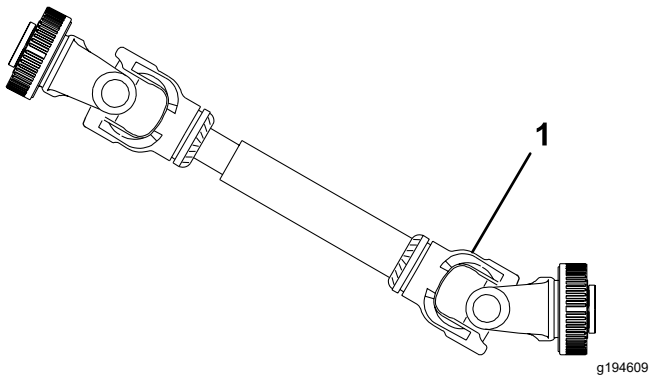

**Figuur 25**
***Belangrijk:*** **Zorg er bij het aansluiten van de aftakas voor dat de machine niet hoger wordt getild dan nodig is. Als u de machine te hoog tilt, kunnen de scharnierpunten van de aandrijfas van de aftakas breken (Figuur 25). De aftakas kan worden bediend in een hoek van maximaal 25°, maar mag nooit de 35° passeren wanneer de machine zich in de hoogste stand bevindt, omdat de as anders ernstig beschadigd kan worden.**